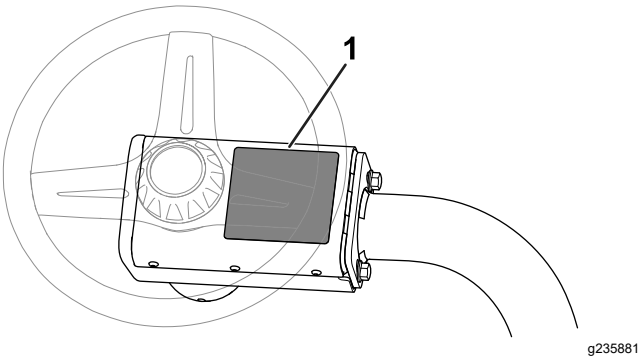

Rysunek 13
- Naklej naklejkę ostrzegawczą CE (część nr 136-8505) na dotychczasową naklejkę ostrzegawczą (nr części 136-8506), patrz Rysunek 13.